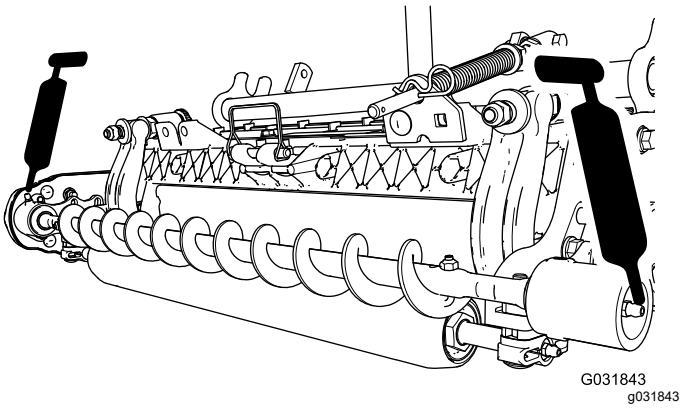

Figure 20
3. Graissez les graisseurs de chaque logement de roulement de brosse de rouleau avec de la graisse au lithium nº 2 (Figure 20). Essuyez l'excédent de graisse, en particulier autour des joints d'étanchéité.